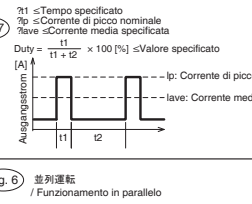

Fig. 2 標準取りつけ状態 / Montaggio verticale
Oltre al tipo (A), sono possibili i seguenti tipi di montaggio: Fig.2 (A),(B),(C),(D),(E)